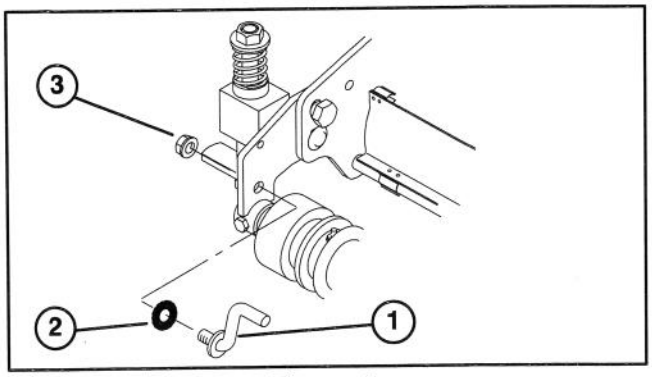

Figure 4
11. Loosely mount an adjustment rod to inside of each roller bracket with a external tooth lockwasher and locknut (Fig. 4). Lockwasher to be positioned to the inside of roller bracket.